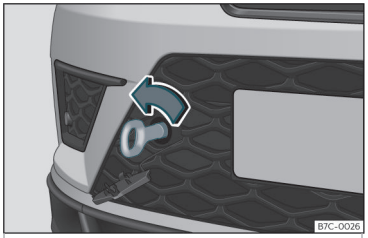

Fig. 40 En el lado derecho del paragolpes delantero: argolla de remolque enroscada.
- Enrosque la argolla de remolque en el alojamiento girándola al máximo **en el sentido contrario al de las agujas del reloj** ››› **fig. 40** ››› ❗. Utilice un objeto adecuado con el que pueda enroscar completa y firmemente la argolla de remolque en su alojamiento.